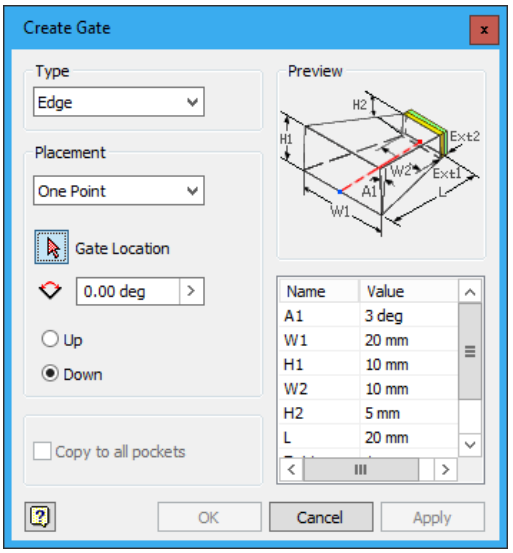

Figure 19-83 *The* ***Create Gate*** *dialog box*
1. Choose the **Gate** tool from the **Runners and Channels** panel of the **Mold Layout** tab in the **Ribbon**; the **Create Gate** dialog box is displayed, as shown in Figure 19-83.